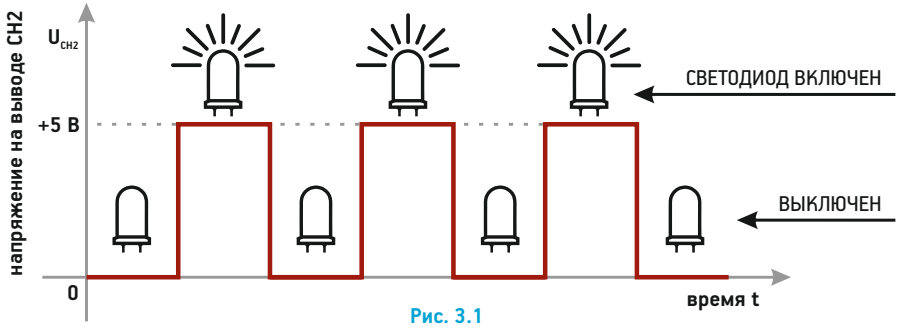

Рис. 3.1
2. **Моргание светодиода с постоянной или переменной частотой.** Для этого на вывод CH2 подается соответствующий сигнал, представляющий собой чередование напряжения +5 вольт и 0 вольт (Рис.3.1). Частота изменения напряжения определяет частоту моргания светодиода. Для того, чтобы моргание было хорошо заметно, частота изменения напряжения сигнала не должна превышать 10 Гц.